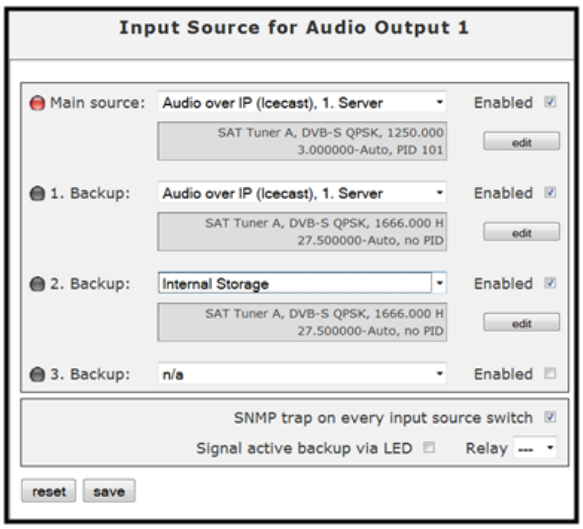

Fig. 23: Example for two identical and one different input source.
3. Two identical backup sources and one different/distinguishing backup source (Fig. 23):